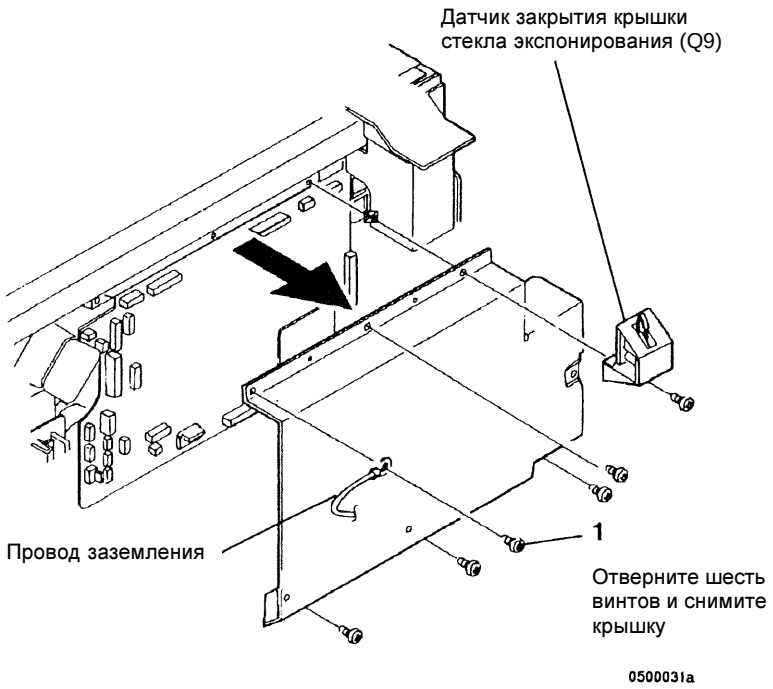

Рисунок 2 Снятие крышки PWB
3. (Рисунок 2): Снимите крышку PWB